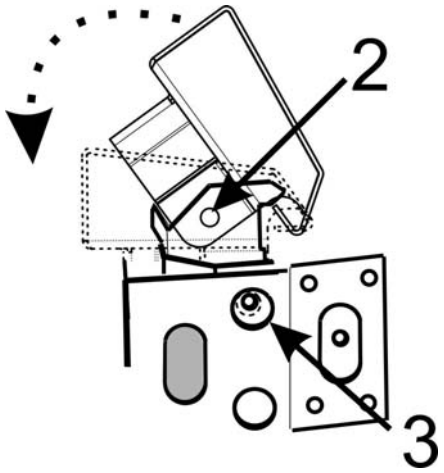

Figure 6 : Positionnement 2 de la garniture d'îlot
11. Faites pivoter la garniture d'îlot pour la mettre en place à l'endroit où le trou de montage latéral 2 de la garniture d'îlot est visible à travers le trou 3 des deux côtés de la cuisinière (voir Figure 6: Positionnement 2 de la garniture d'îlot).